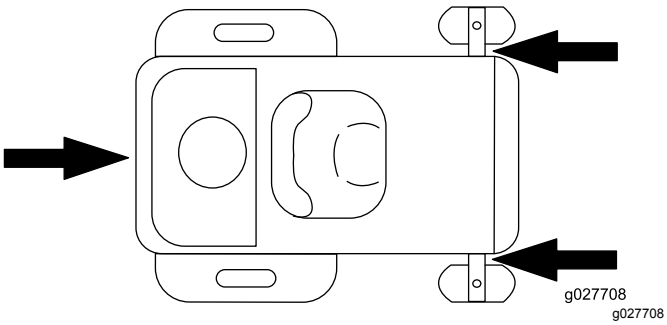

Figure 23
5. Arrimez la machine près des roues pivotantes avant et du pare-chocs arrière (Figure 23).